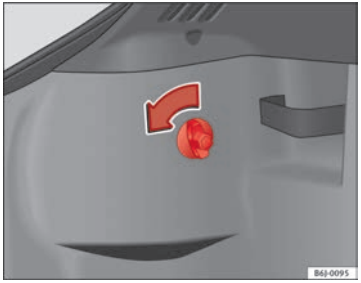

Fig. 152 Access to tail lights
– Turn the bolt in the direction of the arrow, by hand or with a screwdriver ⇒ fig. 152.
– Remove the connector from housing (A) ⇒ fig. 152.